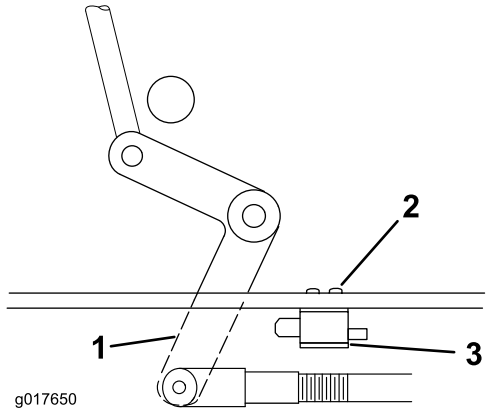

Figura 52
4. Si es necesario, ajuste el interruptor de seguridad de la cuchilla aflojando los tornillos que sujetan el interruptor (Figura 52).
Nota: Asegúrese de que la palanca acodada **no** toca el cuerpo del interruptor, porque esto podría dañar el interruptor (Figura 52).